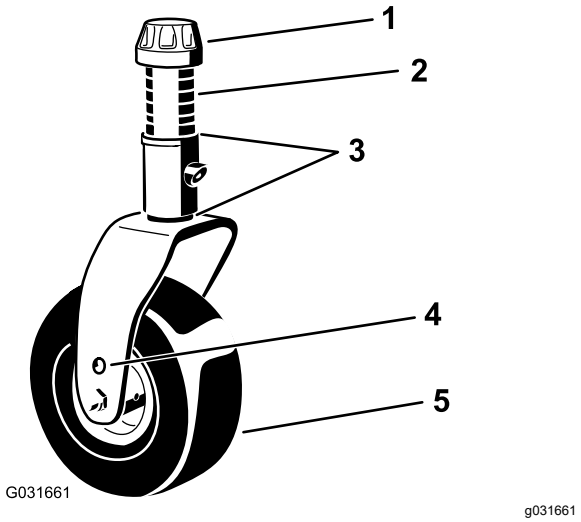

Figur 23
4. Lossa och ta bort spännlocket från svänghjulsspindelns axel med hjälp av den medföljande nyckeln för svänghjulslocket och skjut sedan ut svänghjulsaxeln ur svänghjulsarmen (Figur 23).